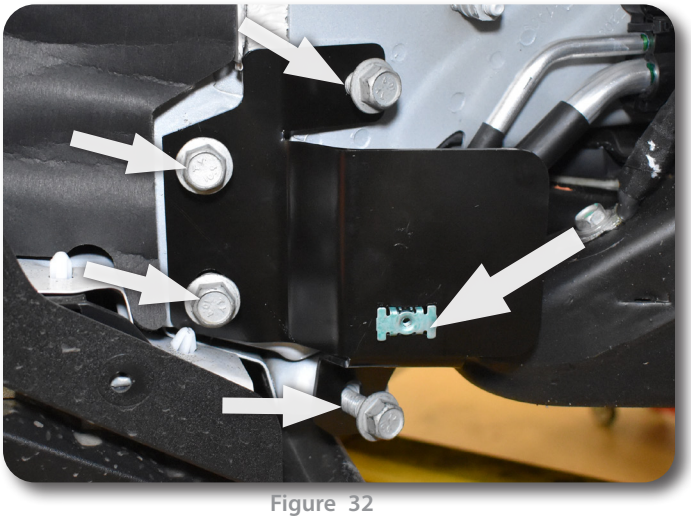

Figure 32
3. Install the provided bracket using the factory hardware. Figure 32